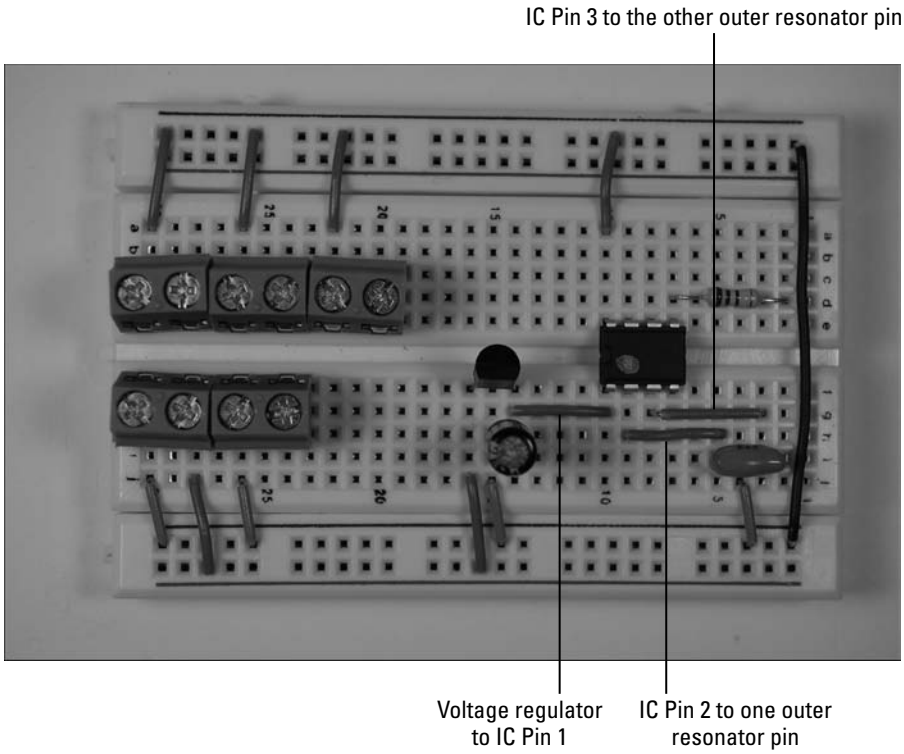

Figure 11-12: Connect the IC, voltage regulator, and resonator.
5. **Insert wires to connect the encoder IC, voltage regulator, and resonator, as shown in Figure 11-12.**